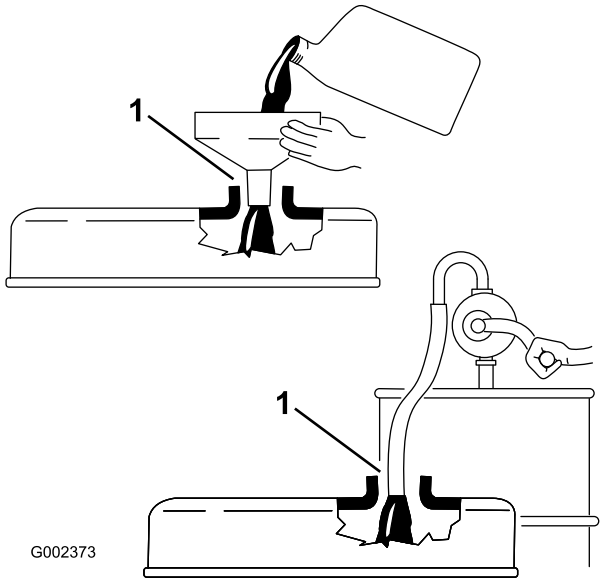

**Figur 27**
**Viktigt: Se till att oljestickan tas bort vid påfyllning av motorolja. När du fyller på motorolja *måste* det finnas ett mellanrum mellan oljepåfyllningsenheten och oljepåfyllningshålet i ventilkåpan; se Figur 27. Mellanrummet är nödvändigt för att tillåta ventilation vid påfyllning som hindrar att oljan rinner över i ventilatorn.**